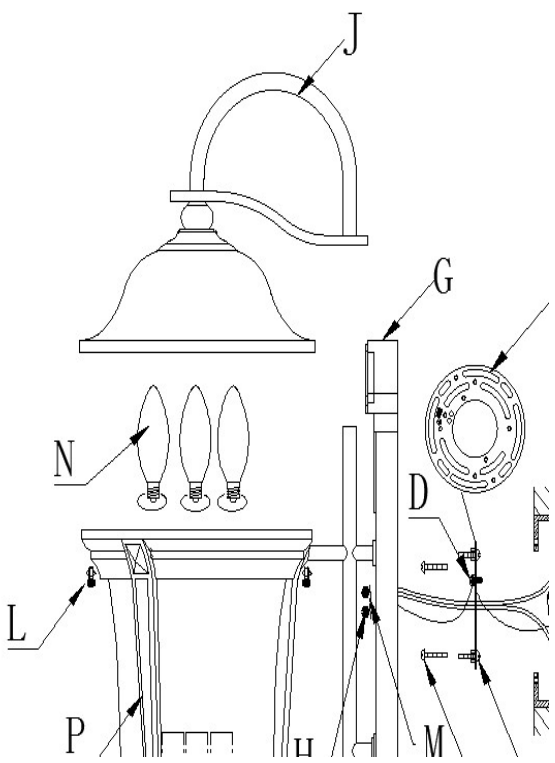

Fig.2
CONNECTING THE WIRES (Fig. 2)
5. Connect the electrical wires as shown in Fig.2 with connectors (E), making sure that all wire connectors are secured. If your outlet box has a ground wire (green or bare copper), connect the fixture's ground wire to it. Otherwise, connect the fixture's ground wire directly to the mounting plate (B) using the green screw (D) provided. After the wires are connected, carefully tuck them inside the outlet box (A).